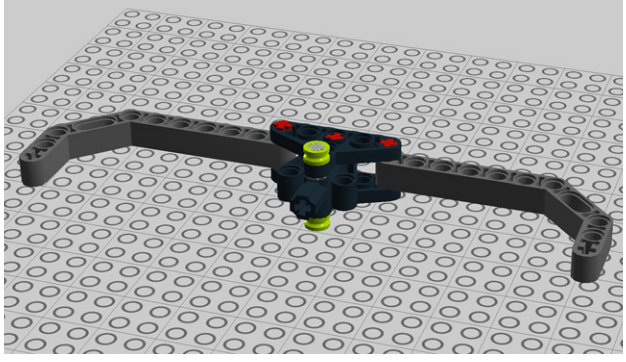

Figure 1-12. *Step 8: Finishing the bumper*
8. Add the half bushes as shown in Figure 1-12. The bumper assembly is complete!